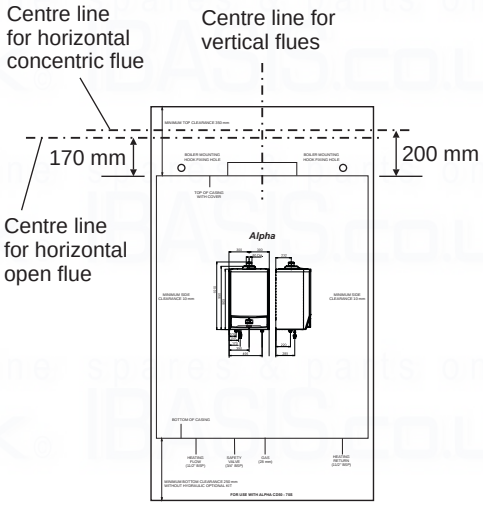

Fig. 15
4.3 PREPARE THE WALL - Fig. 15